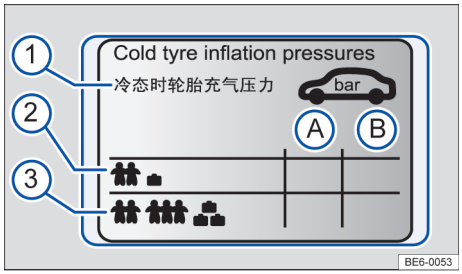

图 142 胎压标牌上的符号
标签上的数据 →图 142：
– 应根据负载状况调整轮胎压力 →图 142。